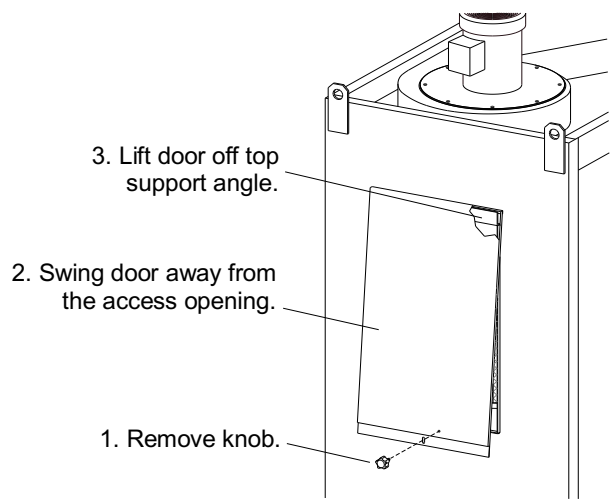

Figure 41
7.12 Replacing Filter Cartridge – Figures 41 and 42
7.12.2 Refer to Figure 41 and remove the dust-collector access door: